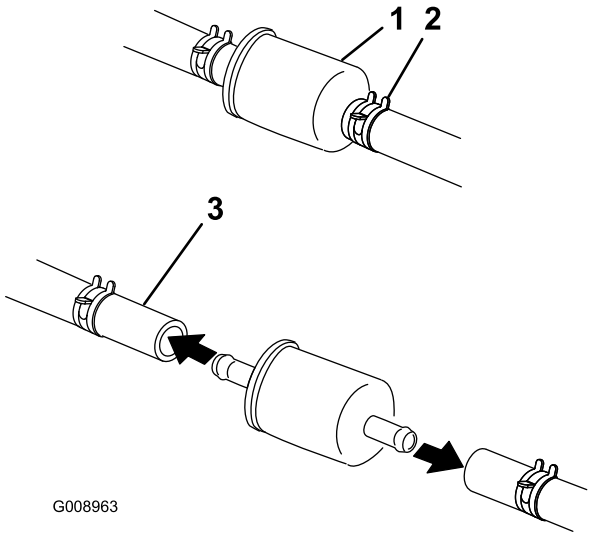

Figur 61
6. Klem sammen endene på slangeklemmene, og skyv dem bort fra filteret (Figur 61).
8. Monter et nytt filter, og skyv slangeklemmene nær opptil filteret (Figur 61).